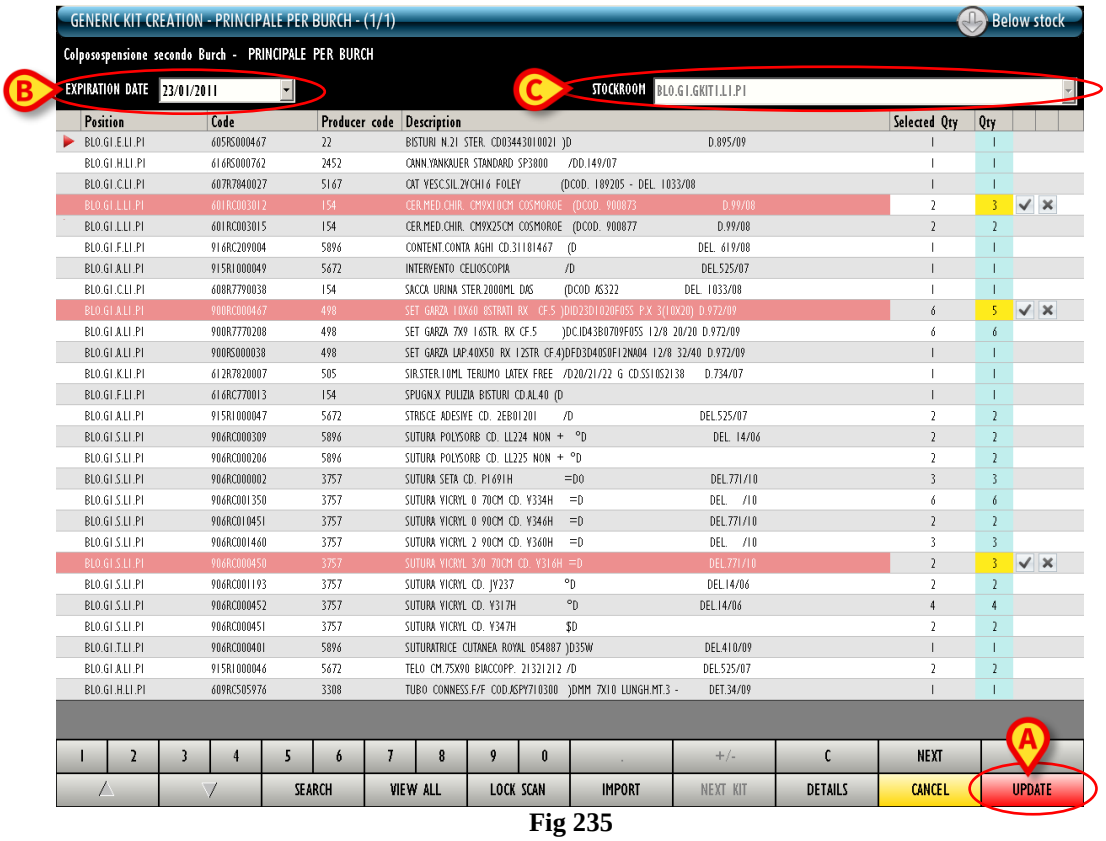

Fig 235
- Specify the kit's expiration date in the field indicated in Fig 235 **B**.
- Specify the stockroom in which the kit will be located (use the field indicated in Fig 235 **C** for this purpose). Selection is enabled only if several options are available.
- Click the **Update** button on the command bar (Fig 235 **A**).